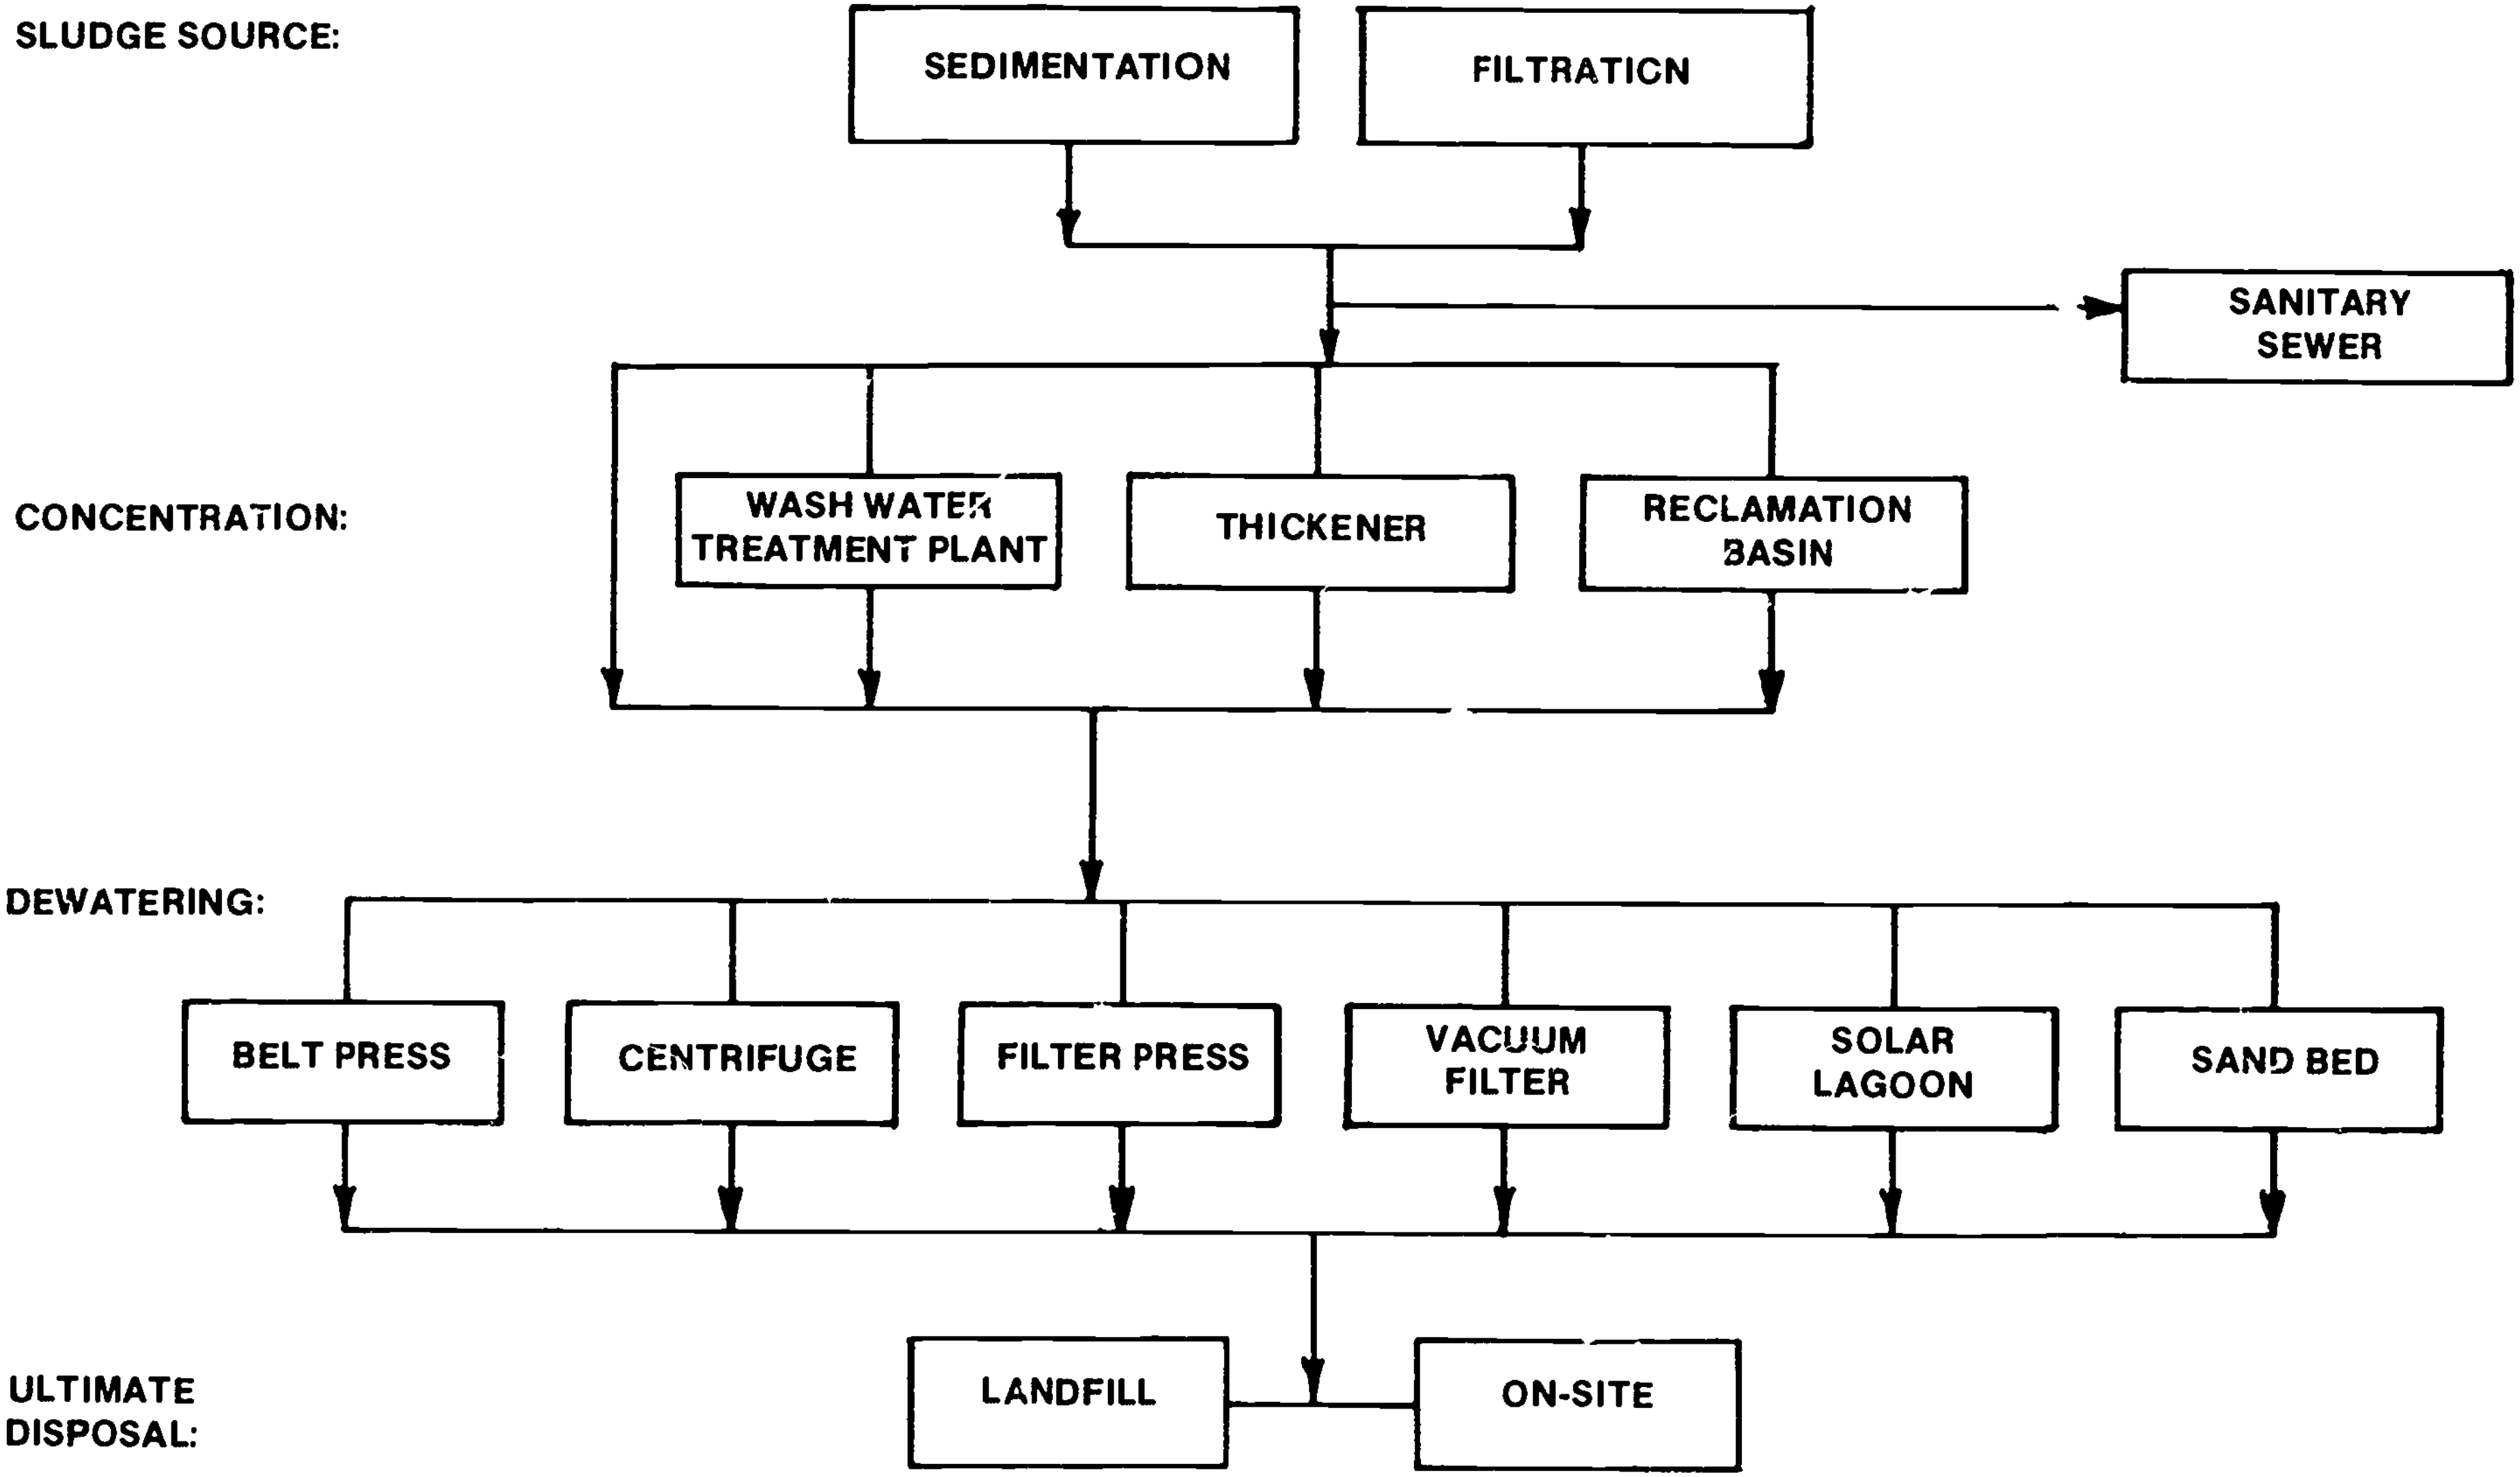

Fig. 17.1 Sludge processing alternatives
17.3 METHODS OF HANDLING AND DISPOSING OF PROCESS WASTES (Figure 17.1)